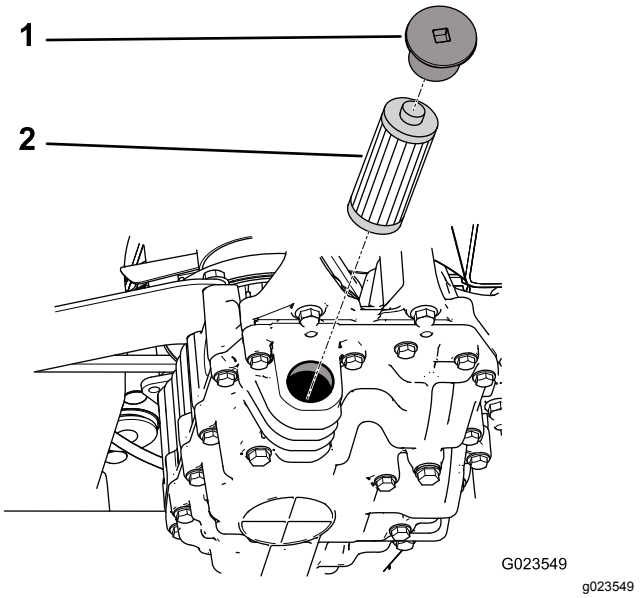

**Рисунок 70**
4. Снимите крышку фильтра и вытяните фильтр наружу из трансмиссии (Рисунок 70).